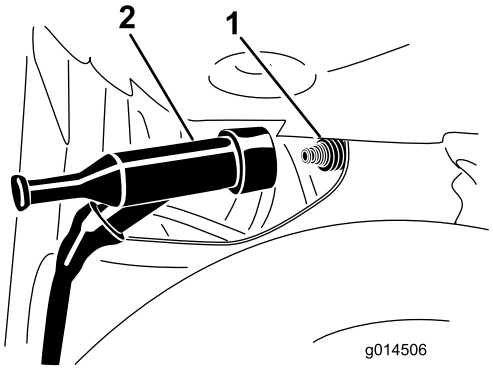

Figura 53
3. Desconecte el cable de la bujía del terminal de la bujía (Figura 53).
4. Conecte el cable de la bujía a presión en el terminal de la bujía (Figura 53).